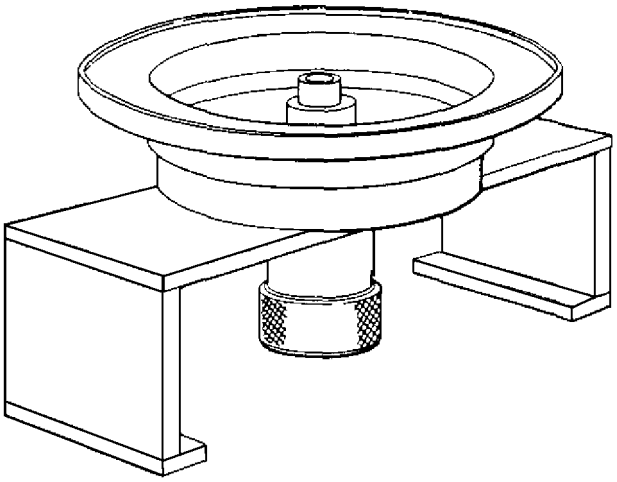

Figure 3. 6799627 Turbine Wheel Blade Assembly and Disassembly Fixture
g. Install this assembly onto 6799627 base fixture (figure 3).